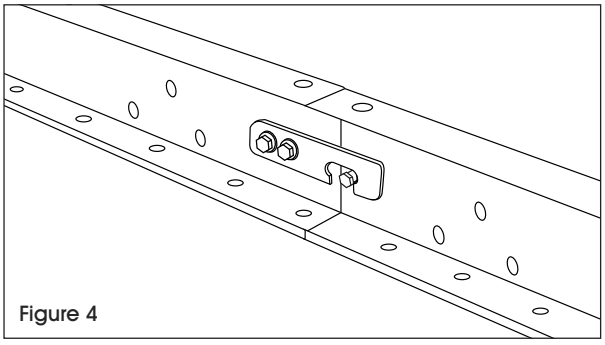

Figure 4
1. Soulevez le crochet au-dessus du boulon afin de le maintenir en position. (Voir Figure 4)